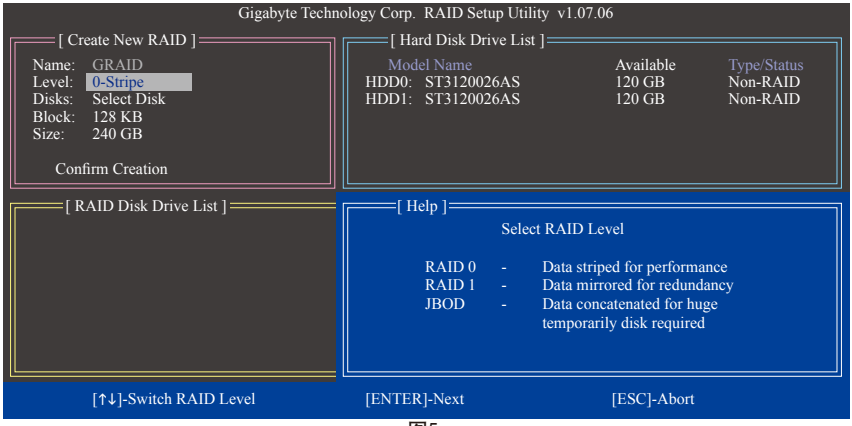

图5
请在「Create New RAID」区依序设定制作磁盘阵列所需的信息。(图5)
2. 选择要制作的磁盘阵列模式(Level)：以<↑>或<↓>键选择要制作的磁盘阵列模式，选项有RAID 0 (Stripe)、RAID 1 (Mirror)及JBOD (图5)。完成后按<Enter>键移至下一步骤。